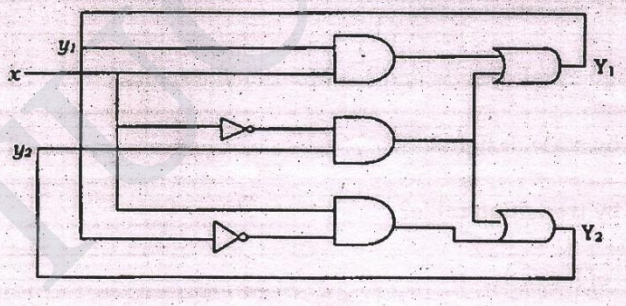

Fig. 13(a)
13. (a) Derive the transition table and primitive flow table for the functional mode asynchronous sequential circuit shown in fig.13(a).